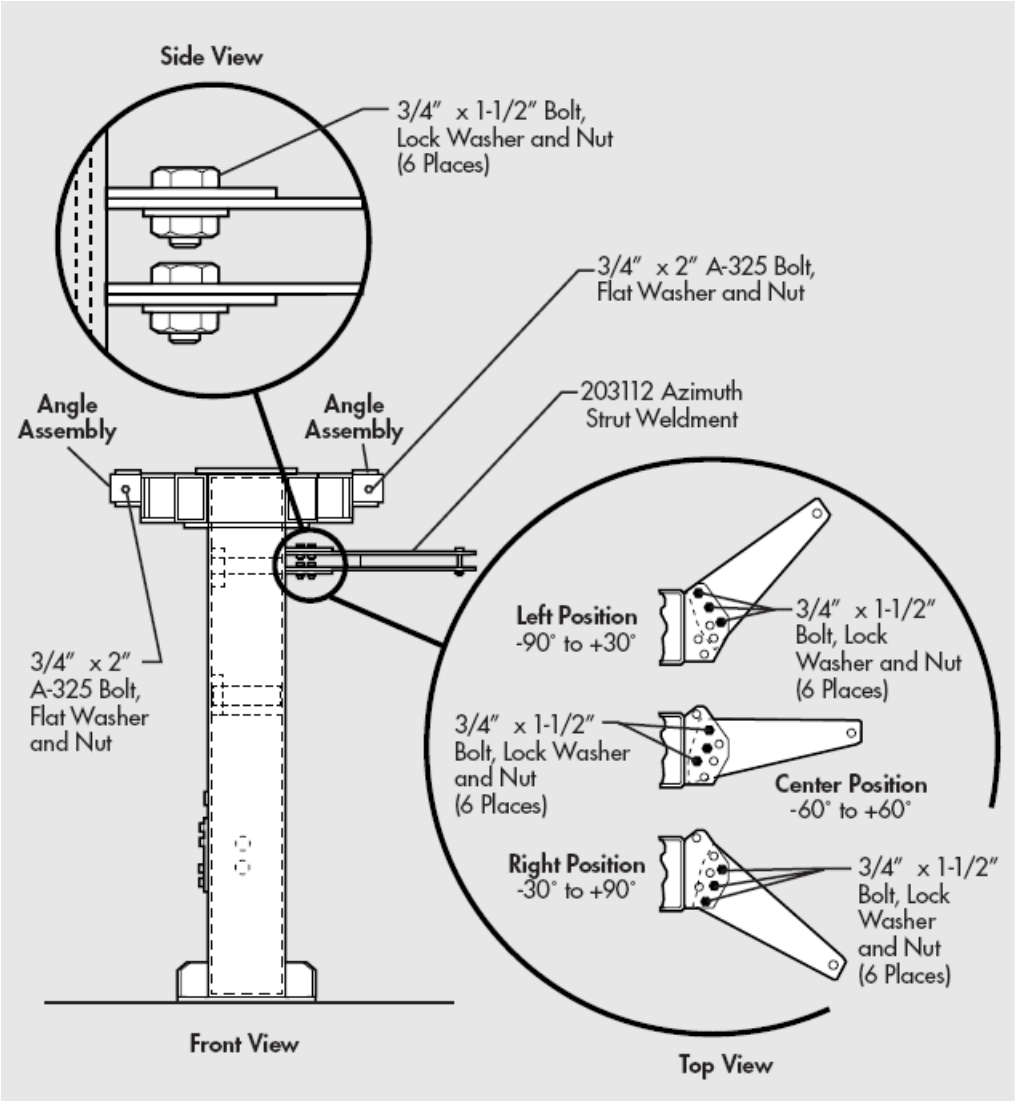

Figure 29
Step 1 — Position and mount the azimuth tiller arm (P/N 203112) to the tiller-arm bracket on the left side (facing the satellite) of the ground mount assembly. This mounting position of the azimuth tiller arm is dependent upon pre-determined azimuth range requirements as shown in Figure 29.